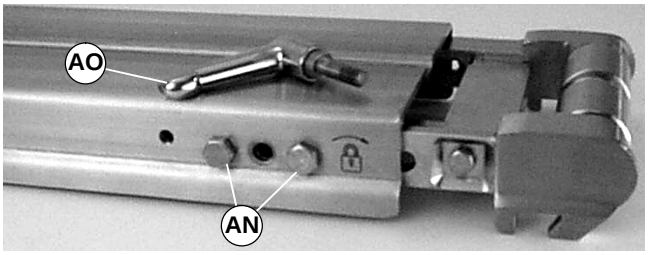

Abbildung 33
1. Den Hebel (AO siehe Abbildung 33) entfernen.
2. Zwei (2) Schrauben (AN siehe Abbildung 33) entfernen.